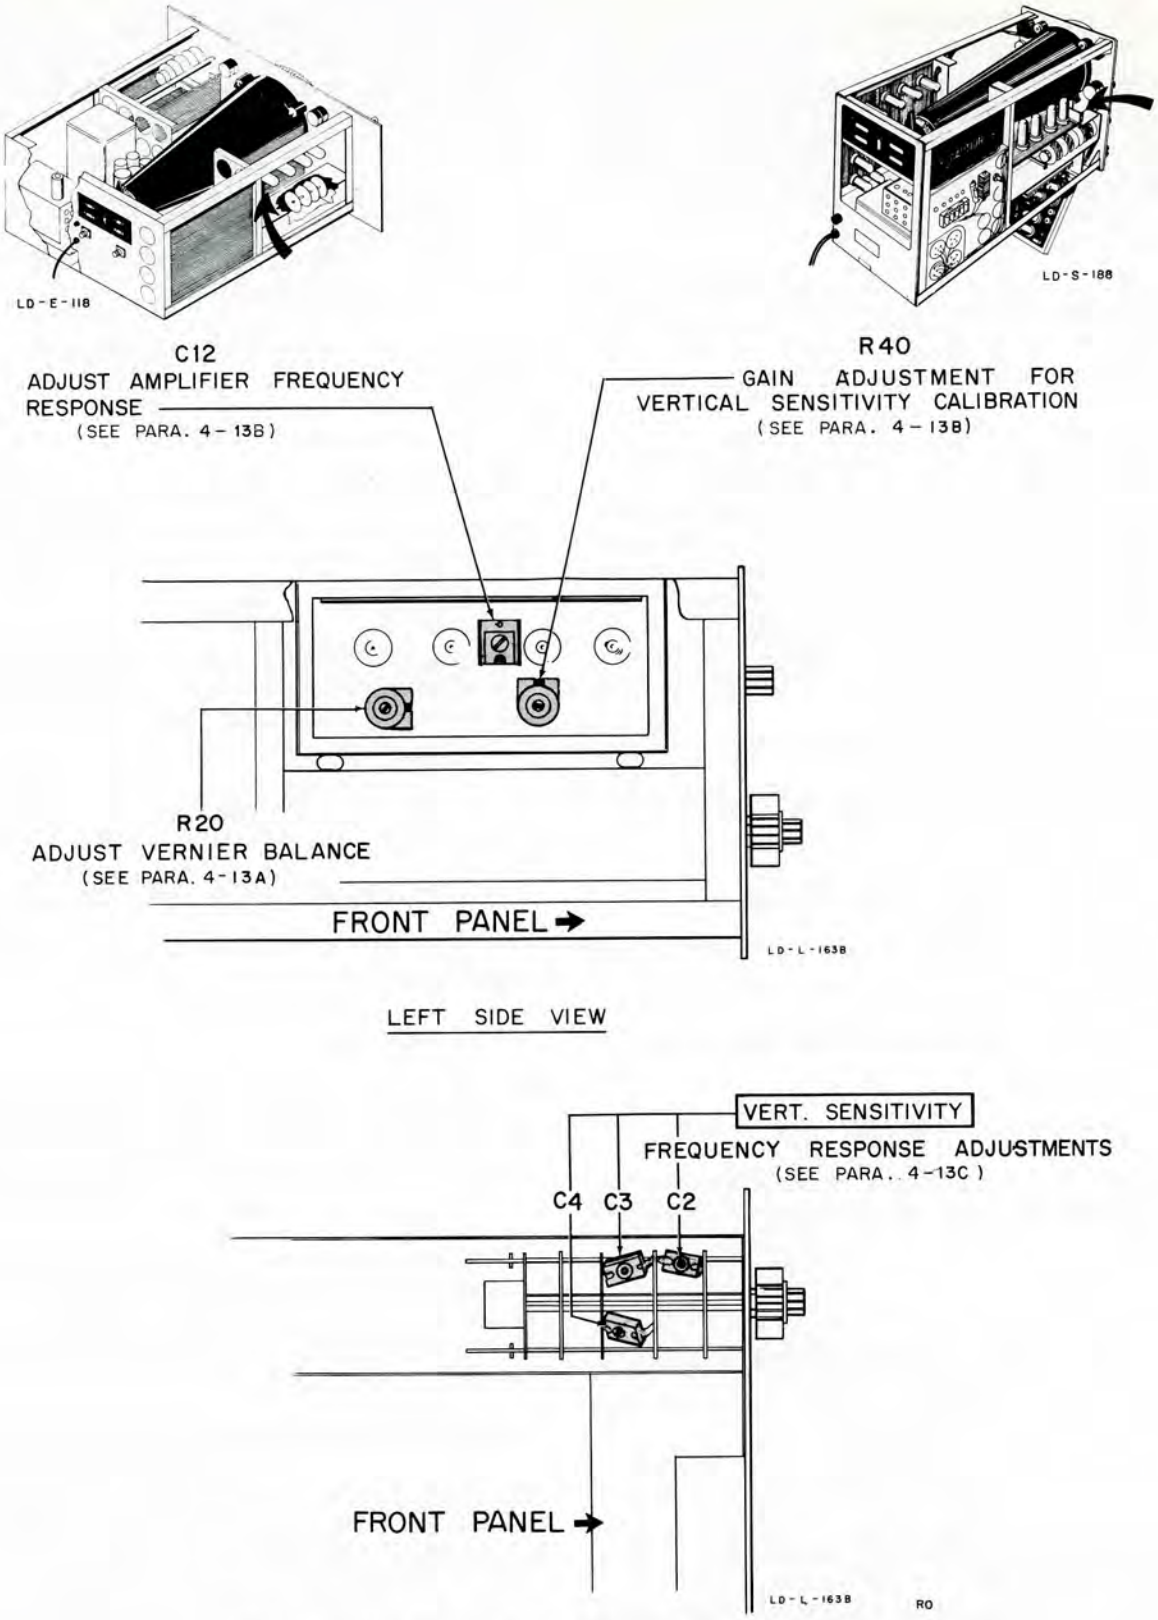
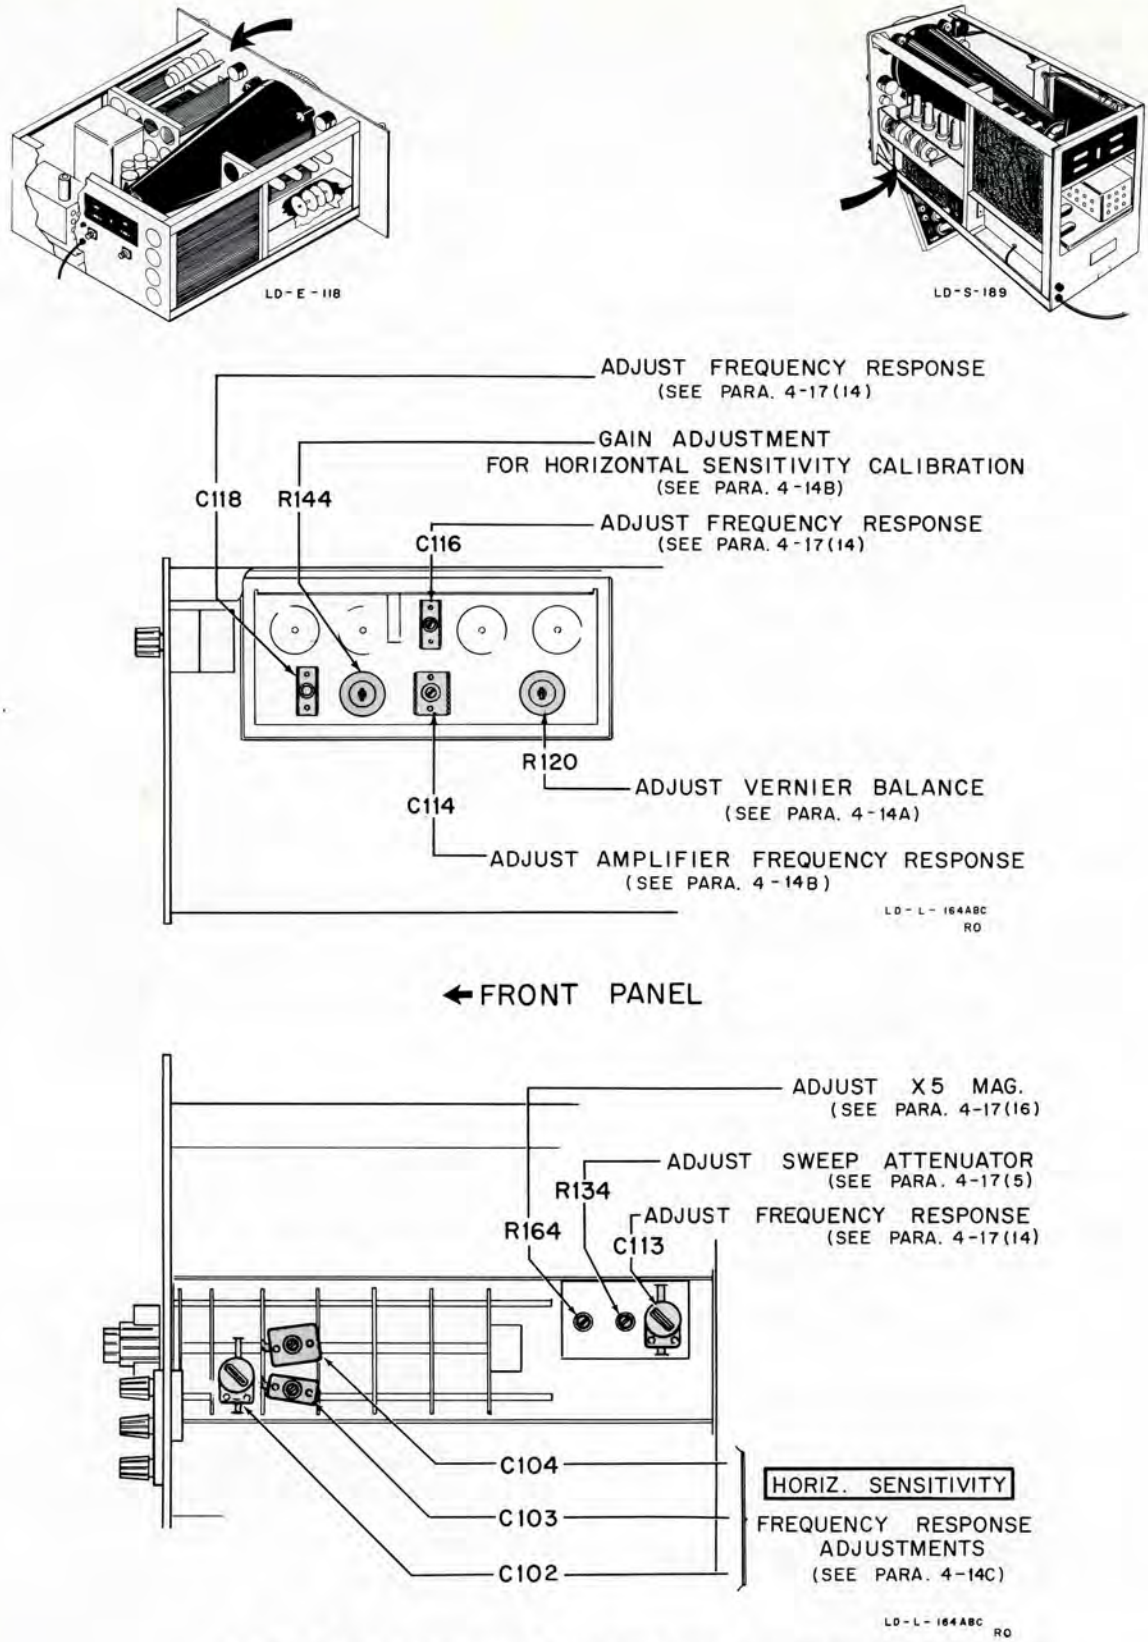

Figure 4-5. Vertical Amplifier Adjustment Location
Figure 4-6. Horizontal Amplifier Adjustment Locations
15) Check the gain calibration of the Vertical and Horizontal Amplifiers by setting the VERTICAL and HORIZONTAL SENSITIVITY selectors to CAL, and if necessary, adjusting R40 (Figure 4-5) to obtain 6 cm vertical deflection and R144 (Figure 4-6) to obtain 6 cm horizontal deflection on the trace; see paragraph 4-13B and 4-14B.
4) Adjust R40 (see Figure 4-5) to obtain exactly 6 centimeters deflection.
The following adjustments are located in the vicinity of the Vertical Amplifier or the VERT. SENSITIVITY switch as shown in Figure 4-5.
To adjust VERNIER balance, allow the instrument to warm up 15 minutes and adjust Vertical balance as shown by Figure 2-2. Then refer to Figure 4-5 and proceed as follows:
To adjust the Vertical Amplifier gain and frequency response refer to Figure 4-5 and proceed as follows:
To adjust frequency response of the input attenuator refer to Figure 4-5 and proceed as follows:
To adjust the Horizontal Amplifier, refer to Figure 4-6 and proceed as follows:
To adjust the VERNIER balance allow the instrument to warm up thoroughly and adjust Horizontal balance as shown by Figure 2-3; then refer to Figure 4-6 and:
To adjust the gain and frequency response, refer to Figure 4-6 and proceed as follows:
To adjust the frequency response at the input attenuator, refer to Figure 4-6 and proceed as follows:
VOLTS/CM	ADJUST (see Fig. 4-6)
The opening of the pattern, if any, should not exceed a tenth of a centimeter. If necessary to correct phase difference, adjust C114 for closure of the pattern (Figure 4-6).
To adjust the Sawtooth Generator and Sweep Amplifier refer to Figures 4-6 and 4-7 and proceed as follows:
5) Adjust R134, Sweep Attenuator, (Figure 4-6) and HORIZ. POS. for approximately 1 time marker/cm. This is a rather coarse adjustment. Set it as close as is practical. Then make the final adjustment with R261.
14) Adjust C113 near the HORIZ. SENSITIVITY switch, and C116 and C118 on the Horizontal Amplifier board (Figures 4-6 and 4-7), for best square wave presentation. Remove the wire between V206 pin 1 and the Vertical INPUT.